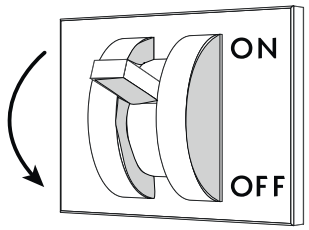

Fig. 24
- Desconectar la alimentación eléctrica del mueble mediante el interruptor seccionador general instalado en la pared ("Fig. 24").